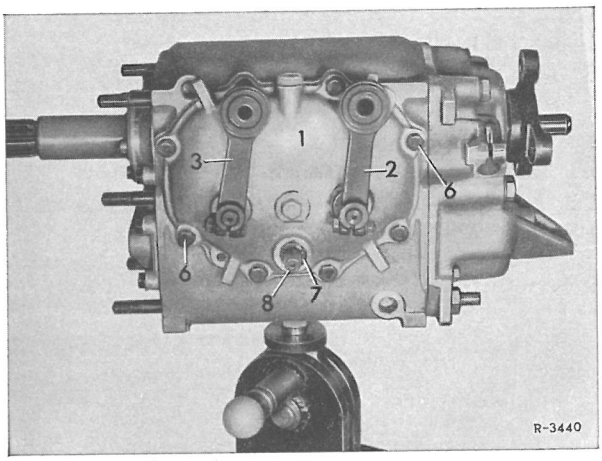

Fig.26-5/2
5 Skiftedækslet(1)bankes forsigtigt af pasningstappene(9),mens man samtidig med en anden hammer banker skifteakslen(8) til bakgearet så langt ind,at afstanden mellem skiftedækslet og gearkassens anlægsflade er så stor, at man kan få en flad hånd derind(fig.26-5/3 og 4).